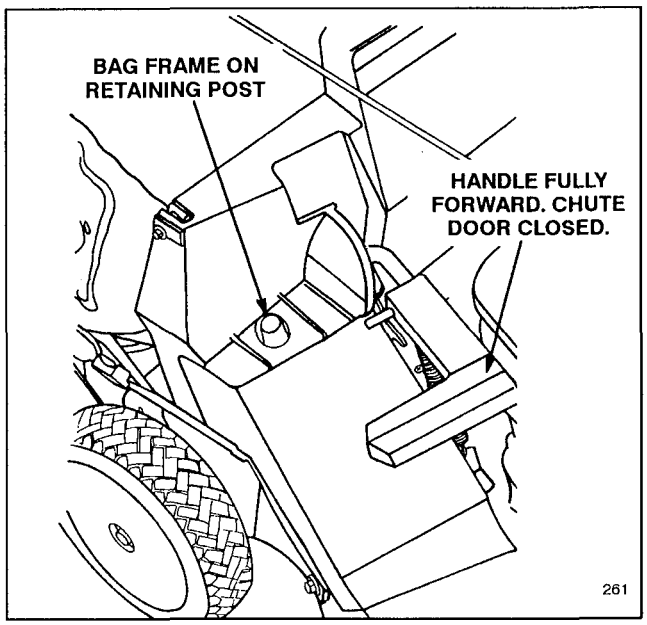

Figure 5
2. Ensure discharge door handle is fully forward and pin is engaged in catch (Fig. 5).
3. INSTALLING BAG—Slide hole in bag frame onto retaining post on discharge tunnel (Fig. 5) and set rear of bag frame onto lower handle.
5. EMPTYING BAG—Stop engine and wait for all moving parts to stop. Raise discharge door handle and move it forward to engage the locking pin with catch (Fig. 5). Grasp handles at front and rear of bag and lift bag off mower. Gradually tip bag forward to empty clippings.